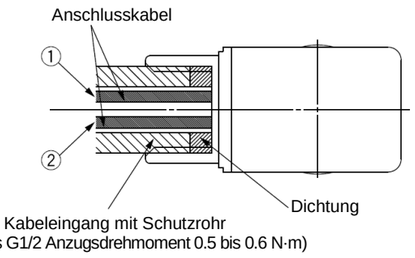

Abb. 7
- Den Kabeleingang mit Schutzrohranschluss mit dem in Abb. 7 angegebenen Anzugsdrehmoment festziehen.